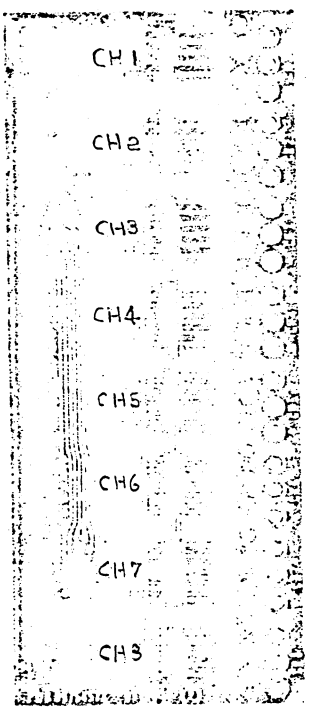

Figure 6N-2
To install or replace the 1 x 8 CH. CLA (figure 6N-1), perform the following:
To install or replace the cable adapter paddle board (figure 6N-2), perform the following:
4. Locate the desired channel number on the cable adapter board (refer to figure 6N-2) that the signal cable will be connected to.